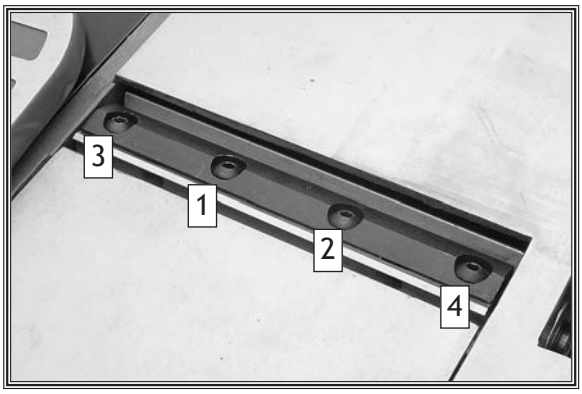

Figure 38. Knife clamp screw tightening sequence.
8. Slightly tighten the clamp screws, according to the proper tightening sequence, as shown in **Figure 38**. Repeat **Steps 6–7** for the other cutterhead knife.
10. When the knife heights are set correctly, final tighten each of the knives' clamp screws according to the proper tightening sequence (see **Figure 38**).